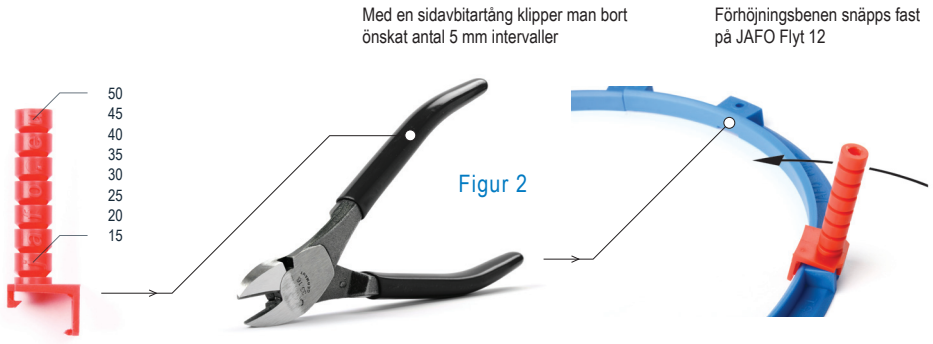

Figur 2
3. Snäpp på Förhöjningsbenen på Flyt 12 och klipp dessa till önskad höjd för brunnflänsen (Figur 2).